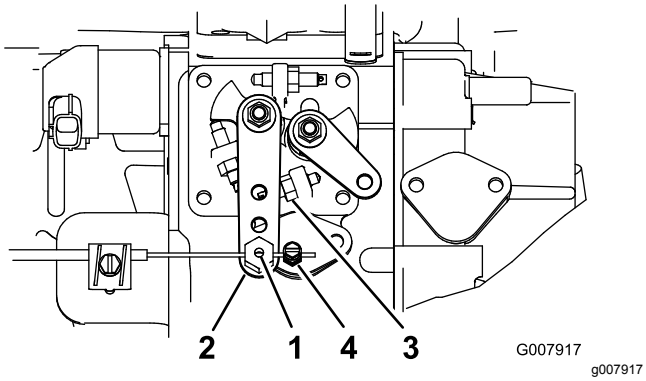

Figur 55
2. Løsn monteringsskruen til gaskablet på gashåndtagskablet ved siden af indsprøjtningspumpens løftearm (Figur 55).
3. Hold indsprøjtningspumpens vippearm mod det høje tomgangsstop (Figur 55).